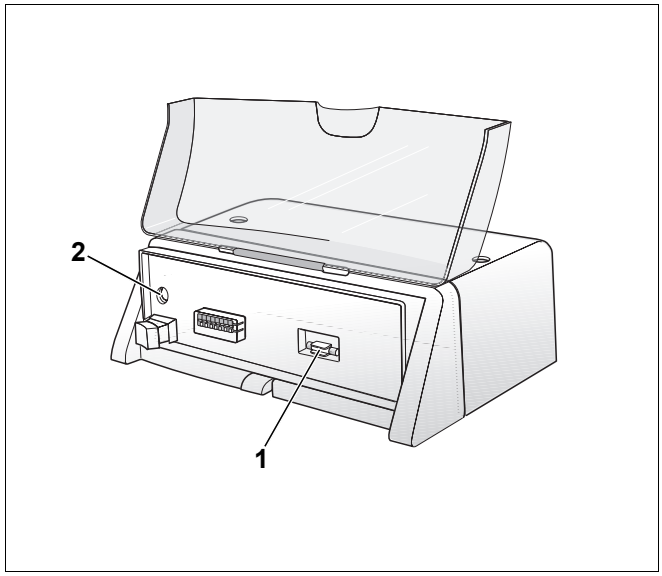

Рис. 12 Замена предохранителя отопительной установки
На передней стороне системы управления (за главным регулятором) находится выемка с запасным предохранителем для отопительной установки (рис. 12, **поз. 1**).
- Вращая отверткой против часовой стрелки, отверните крышку предохранителя (рис. 12, **поз. 2**).
- Вынуть вперед крышку с неисправным предохранителем (рис. 12, **поз. 2**).